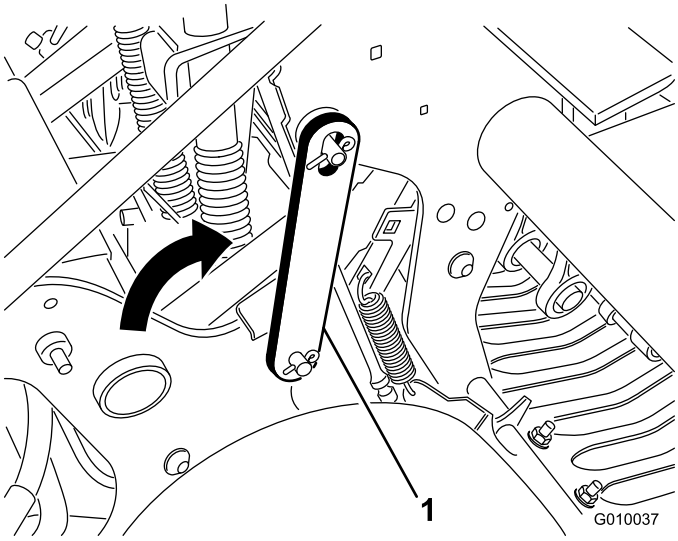

Figura 22
3. Incline o trinco de segurança para trás e introduza-o no pino da cabeça de perfuração (Figura 22). Fixe-o com o anel de bloqueio.